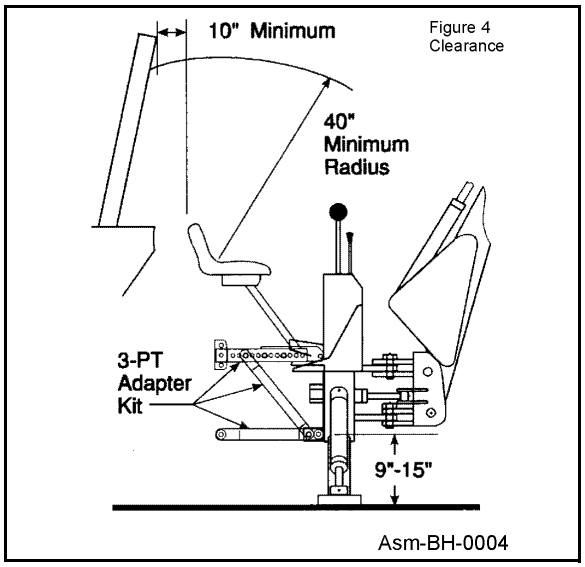

Figure 4
6. Check for proper operator head clearance with ROPS and cab (Figure 4).